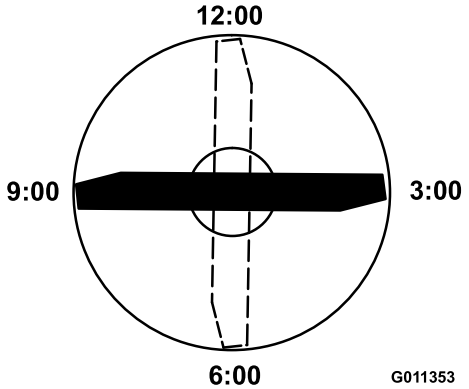

Figur 66
4. Placera den markerade ändens skäregg i läget klockan 12 (rakt fram i klippriktningen) (Figur 66) och mät höjden från bordet till knivens skäregg.
5. Vrid knivens markerade ände till lägena klockan 3 och klockan 9 (Figur 66) och mät höjderna.